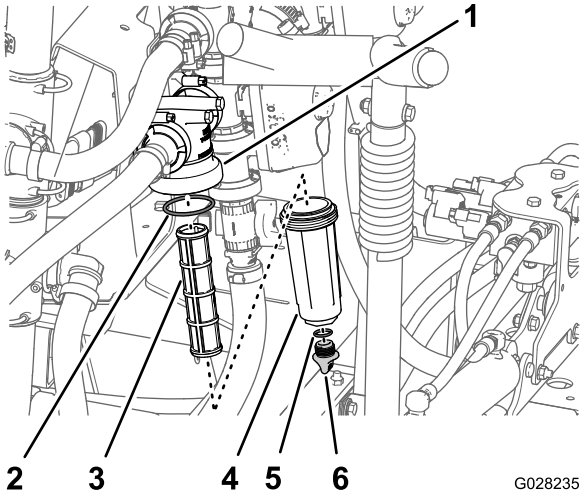

Figura 114
2. Coloque un recipiente de drenaje debajo del filtro de presión (Figura 114).
3. Gire el tapón de vaciado en sentido antihorario y retírelo de la cubeta del filtro de presión (Figura 114).
4. Enrosque la cubeta en sentido antihorario y retírela de la cabeza del filtro (Figura 114).
5. Retire el elemento usado del filtro de presión (Figura 114).
6. Inspeccione la junta tórica del tapón de vaciado (situada dentro de la cubeta) y la junta tórica de la cubeta (situada dentro de la cabeza del filtro) en busca de daños o desgaste (Figura 114).
7. Instale el elemento nuevo del filtro de presión en la cabeza del filtro (Figura 114).
8. Instale la cubeta en la cabeza del filtro, y apriétela a mano (Figura 114).
9. Instale el tapón en la cubeta, y apriételo a mano (Figura 114).